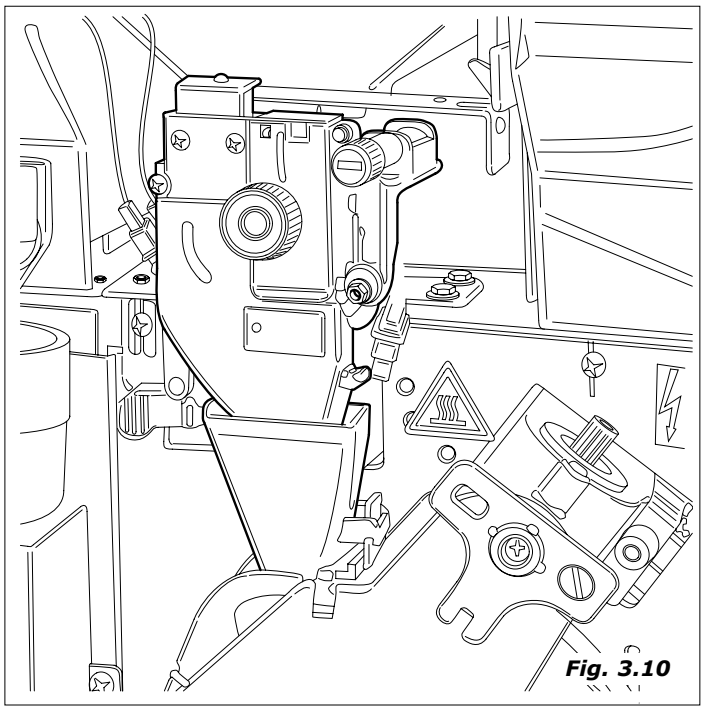

Fig. 3.10
- o moedor ativa-se até alcançar a dose de café moido selecionada pelo dosador *(figure 3.10).*